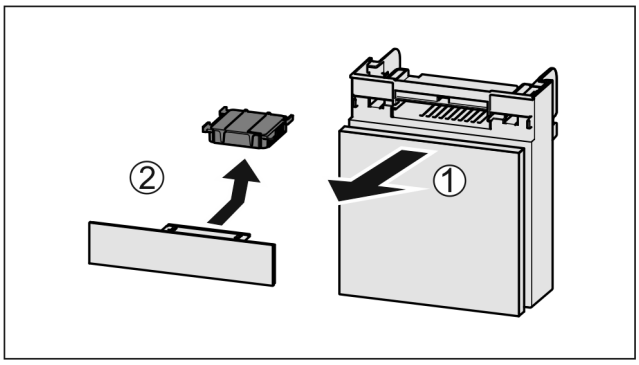

Fig. 179
▶ Izvelciet nodalījumu uz priekšu *Fig. 179 (1)*.
▶ Izņemiet aktīvās ogles filtru *Fig. 179 (2)*.